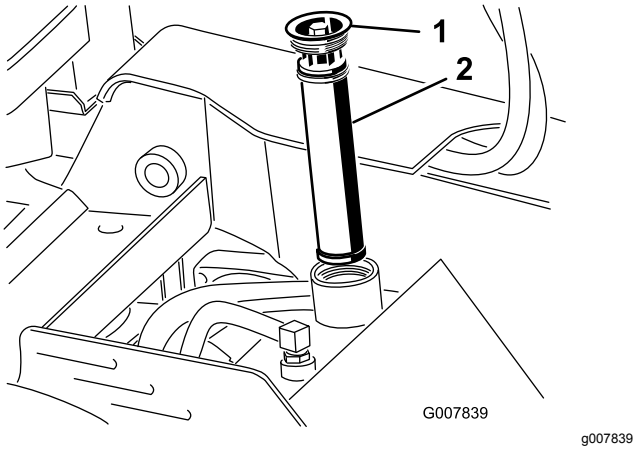

Figur 54
5. Gör rent i området runt hydraultankens påfyllningsrör och ta bort locket och filtret från röret med en hylsnyckel (Figur 54).
5. Ta bort hydraultanklocket och filtret (Figur 54).
10. Montera hydraulfiltret och påfyllningslocket (Figur 54) och dra åt skruven ovanpå till 13–15,5 Nm.